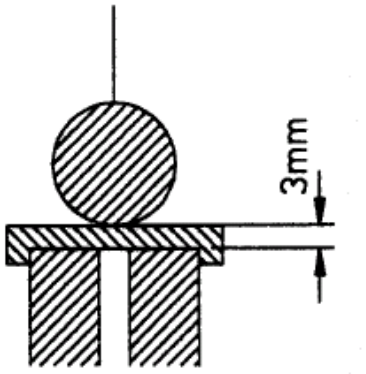

Fig. 7 Abstand zwischen der Pendelkugel und dem Elektromagneten
- Abstand zwischen der Pendelkugel und dem Elektromagneten auf ca. 3 mm einstellen. Dieser Abstand ist erreicht, wenn die Kugel die aufgelegte Justagescheibe gerade berührt (siehe Fig. 7). Bei zu großem Abstand ist die Wirkung des Anregungsmechanismus schwächer.